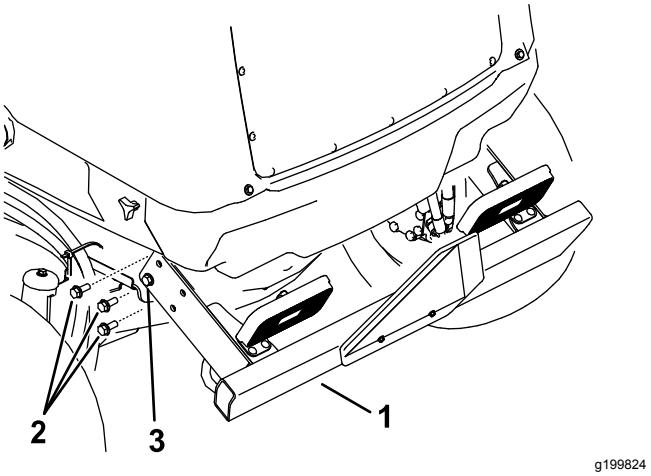

Figur 100
2. Ta bort de tre flänsskruvarna från båda sidor av den bakre stötdämparen såsom visas i Figur 100.
6. Höj den bakre stötdämparen på plats och montera flänsskruvarna. Dra åt alla flänsskruvarna som fäster den bakre stötdämparen vid ramen (Figur 100).